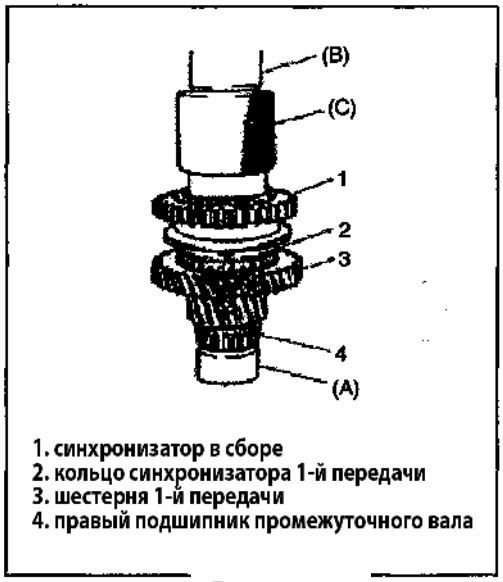

Рис. 385
6) Установите игольчатый подшипник и нанесите смазочный материал, затем установите шестерню 1-й передачи и кольцо синхронизатора 1-й передачи (Рис.385).